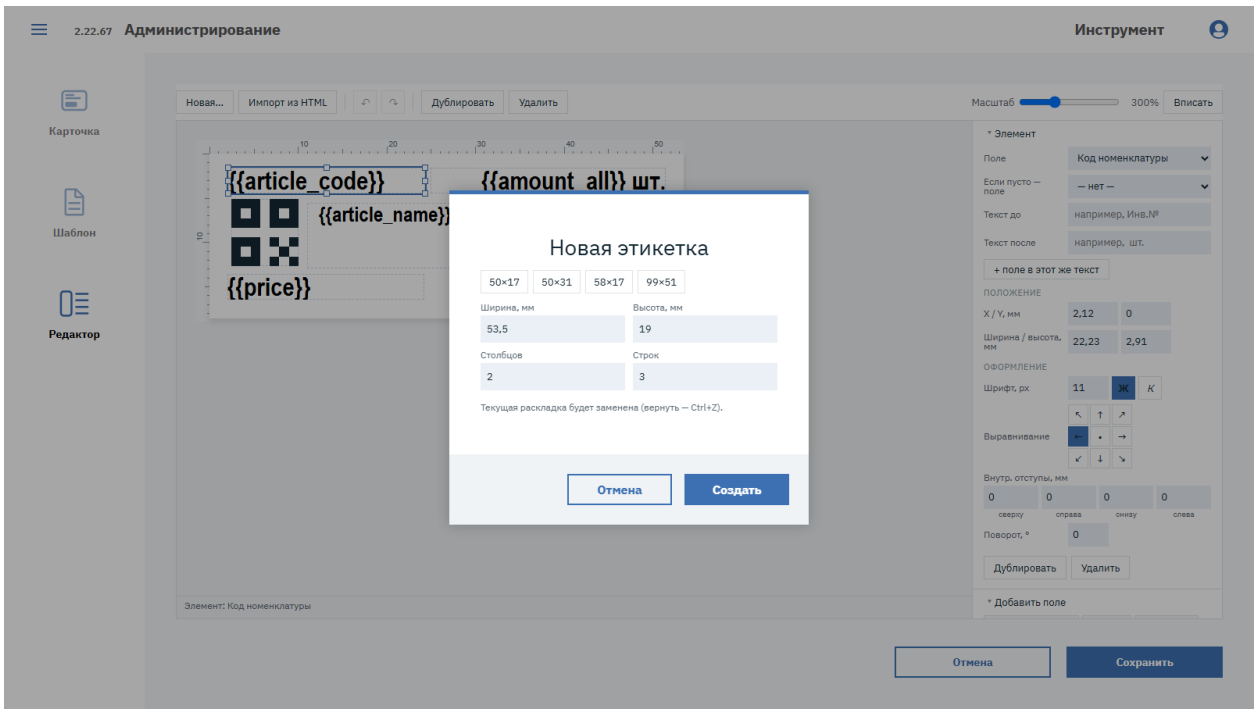

Рисунок 34. Окно «Новая этикетка»
2. Чтобы начать с чистого листа, нажмите кнопку «Новая…». В окне «Новая этикетка» выберите типовой размер (50×17, 50×31, 58×17, 99×51) или укажите «Ширину» и «Высоту» в миллиметрах, количество «Столбцов» и «Строк» сетки и нажмите кнопку «Создать» (см. Рисунок 34). Текущая раскладка будет заменена; вернуть ее можно сочетанием клавиш Ctrl+Z.